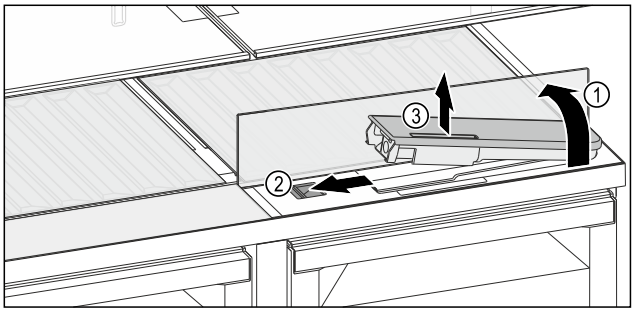

Fig. 140
▶ Ridicați placa de sticlă și rabatați în spate până la opritor *Fig. 140 (1)*.
▶ Împingeți zăvorul *Fig. 140 (2)* spre stânga.
▶ Scoaterea rezervorului de apă *Fig. 140 (3)*.